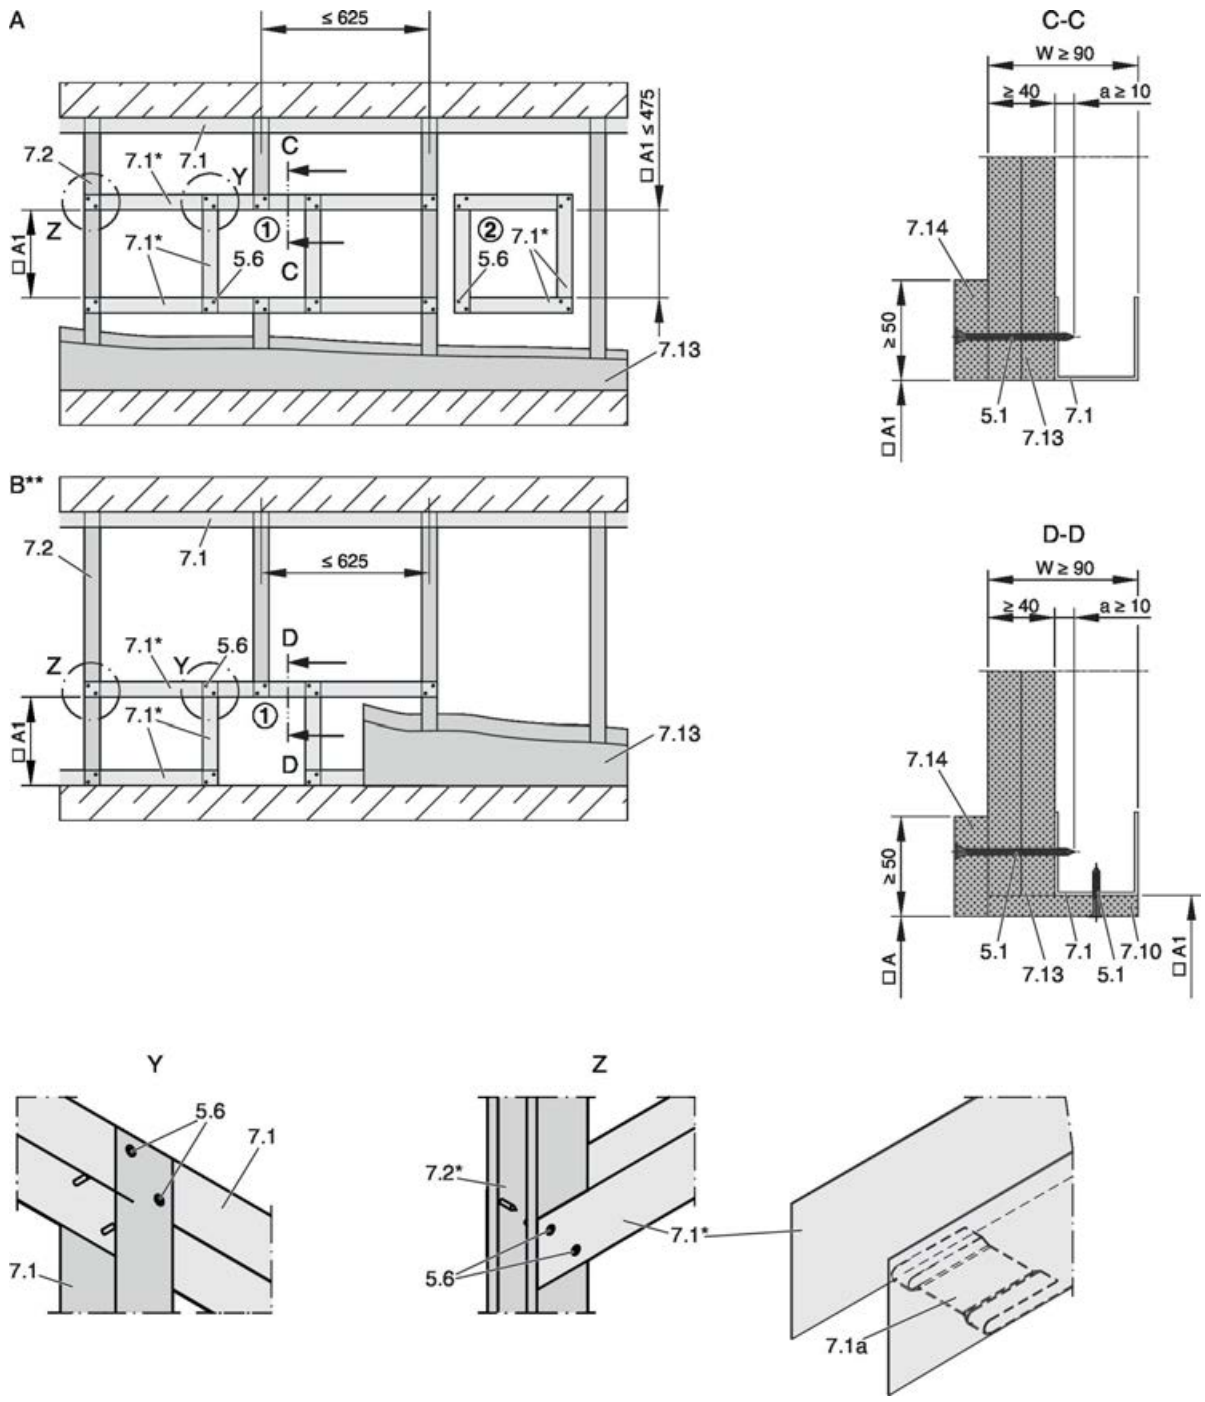

Fig. 140: Paredes de caixa com estrutura de apoio de metal e revestimento de um lado
- Montar a parede de caixa de acordo com as instruções do fabricante e criar a abertura de montagem de acordo com as especificações destas instruções, Fig. 140